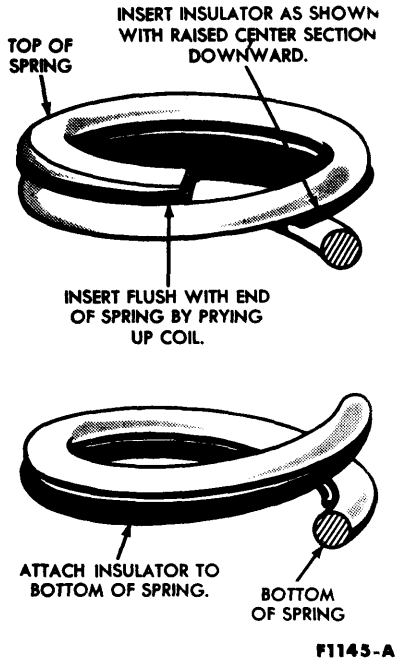

FIG. 6—Front Spring Insulator Installation
2. Insert one helix type insulator between the two top coils of the spring and attach the other to the bottom coil (Fig. 6). Secure both insulators with tape.